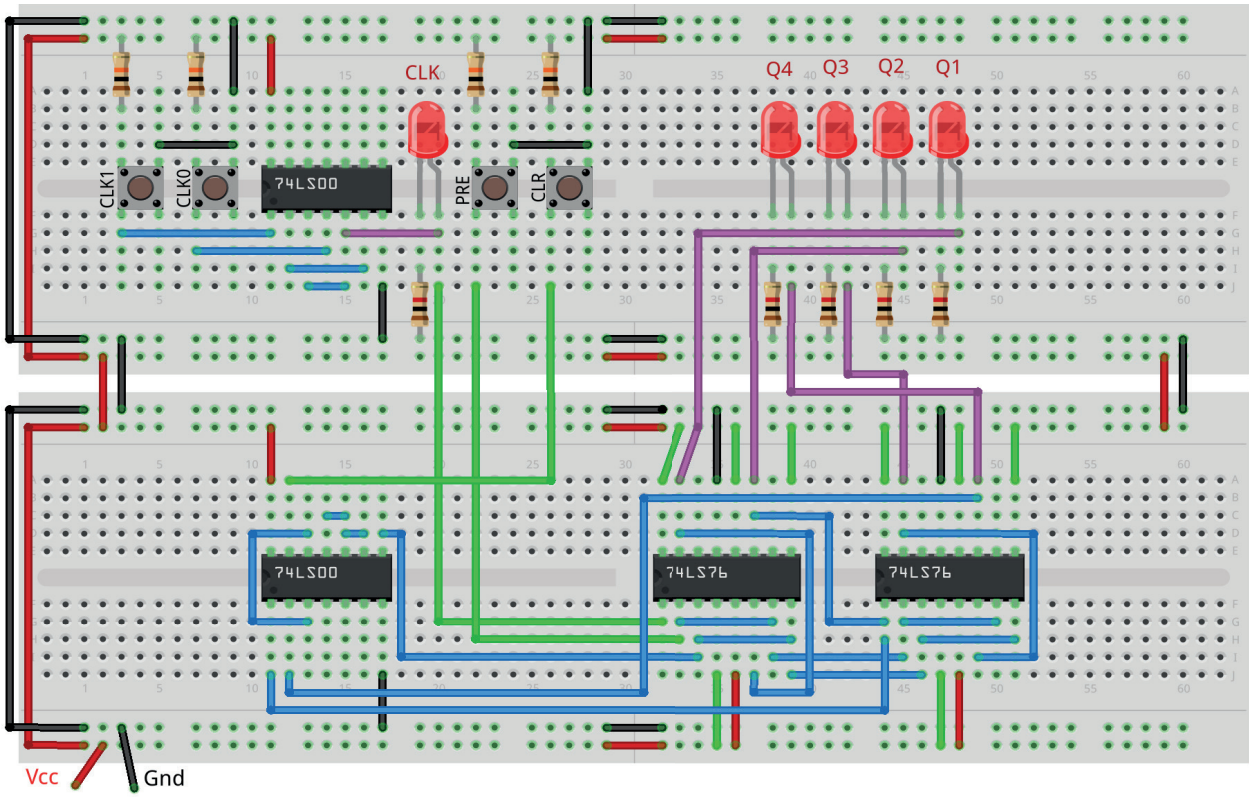

Figura 10.11 – Disposição dos componentes na placa de montagem.
1. Monte o circuito na placa de montagem, conforme figura 10.11.